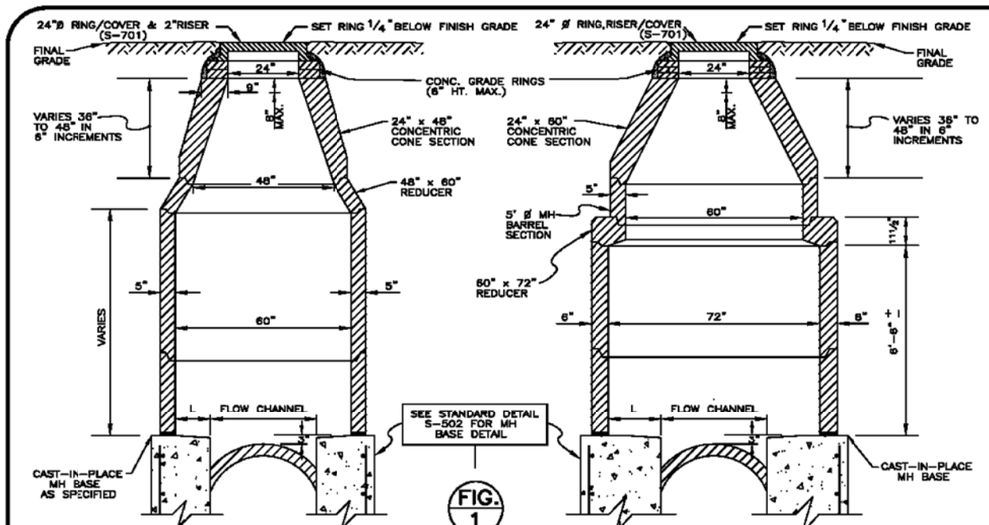

FIG. 1
10. DIMENSION L ="9" MINIMUM FOR ALL SANITARY SEWER MANHOLES (FIG. 1 & 2).